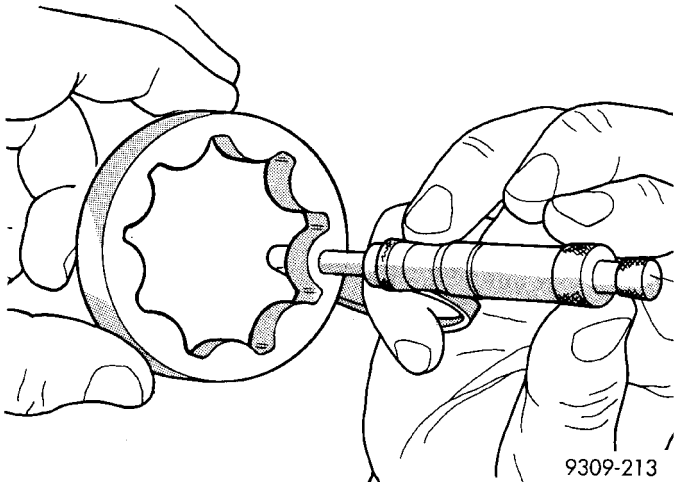

Fig. 102 Medición del espesor del rotor exterior
(3) Mida el espesor y diámetro del rotor exterior. Si el espesor de rotor es de 7,64 mm (0,301 pulgadas) o menos (Fig. 102), o si el diámetro es de 79,95 mm (3,148 pulgadas) o menor, reemplace el rotor exterior.